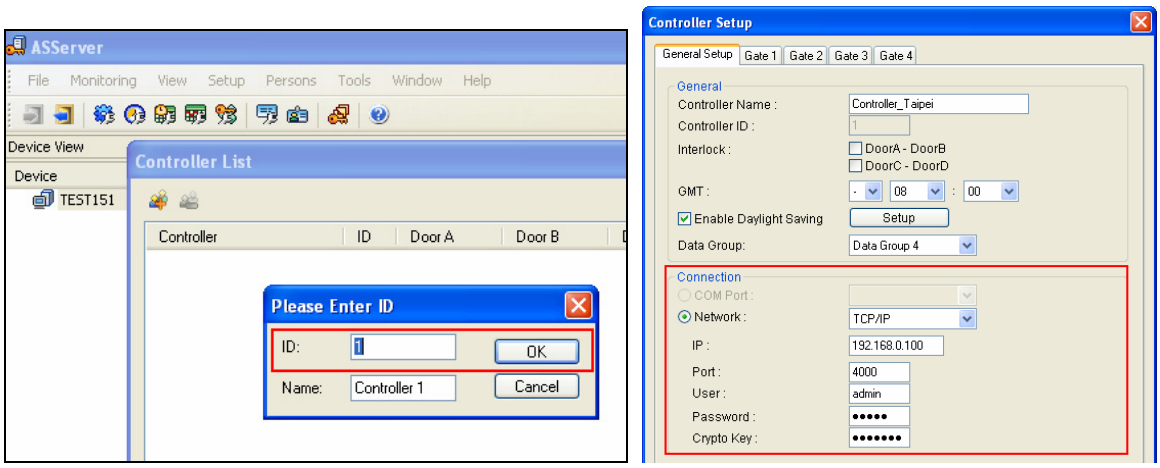

Figure 17-3
7. On the GV-ASManager, enter the following settings. See Figure 17-3.